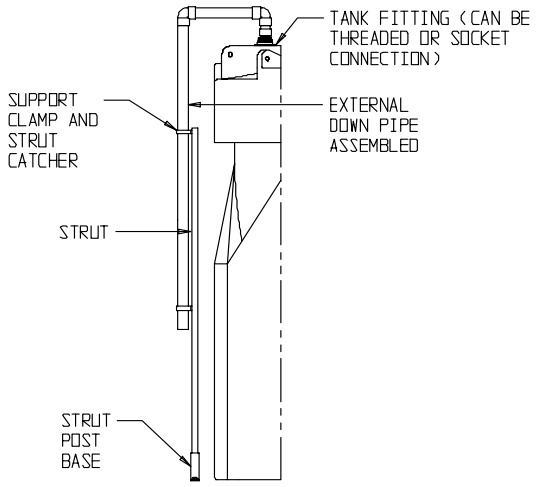

Figure 7.5
7.5.2 Assemble the piping loosely using Figure 7.5, the guidelines detailed below, and the customer approved tank drawing to ensure all parts are present and cut to meet the customer's requirements. Mark the strut post base on the concrete when in proper position. Install 2 ea. 3/8” adhesive anchors and bolt base into position. As soon as all parts have been checked, assemble the parts with solvent weld cement and/or threaded connections as shown in Figure 7.5.
7.5.3 Assemble and install support structures as shown in Figure 7.5. Make sure the support clamps are spaced evenly. Locate the strut catchers and twist 90° to lock in place. Install the clamps to the strut catchers with the #10 screws provided. Clamps 3 in. and larger require 2 ea. strut catchers, #10 screws and #10 washers. The pipe will click into position in the clamps. Make sure all clamps have clicked to full engagement and are tight. Assemble and install piping as per the customer approval drawing. Seal all threaded